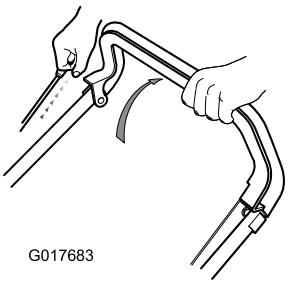

**Figure 12**
1. Hold the engine stop handle against the handlebar (Figure 12).
2. Pull the recoil start handle (Figure 12).